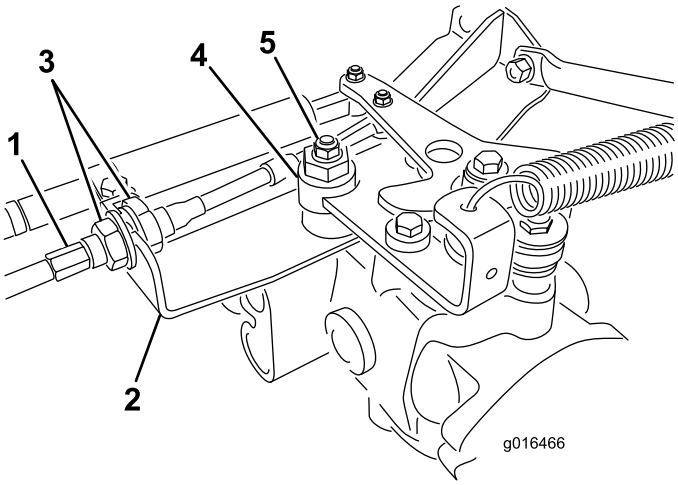

**Figur 42**
A. Løsn begge kontramøtrikkerne, der fastgør traktionskontrolkablet til kantpladen på hydrostaten (Figur 42). Sørg for, at kontramøtrikkerne er løsnet lige meget og kan justeres tilstrækkeligt.
B. Løsn den bolt, der fastgør den excentriske bolt til den øverste del af hydrostaten (Figur 42).
tilspændes (Figur 42). Kontroller indstillingen med gashåndtaget i positionerne langsom og hurtig.
E. Låsemøtrikkerne skal tilspændes **lige meget** fra hver side af kantpladen for at fastgøre traktionskablet til kantpladen (Figur 42). Vrid ikke kablet.